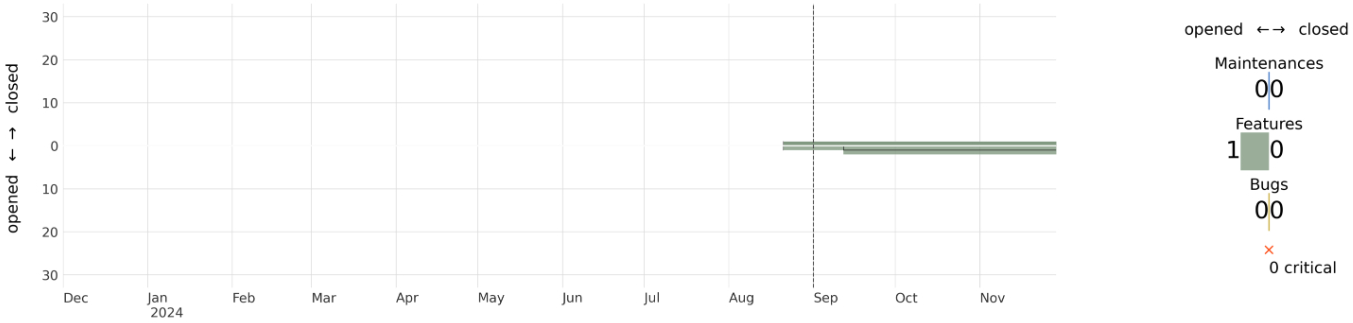

Figure 1
- **Figure 1** that shows some statistics regarding the number modifications requested and solved in the reported period.